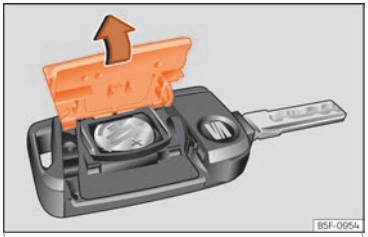

Fig. 73 Clé du véhicule : ouverture du cache du logement des piles.
- Retirez le couvercle de la partie arrière de la clé du véhicule ››› fig. 73 dans le sens de la flèche ››› ❶.
- Placez le couvercle comme indiqué ››› fig. 73, et appuyez-le sur le boîtier de la clé du véhicule dans le sens contraire de la flèche jusqu'à ce qu'il s'encastre.